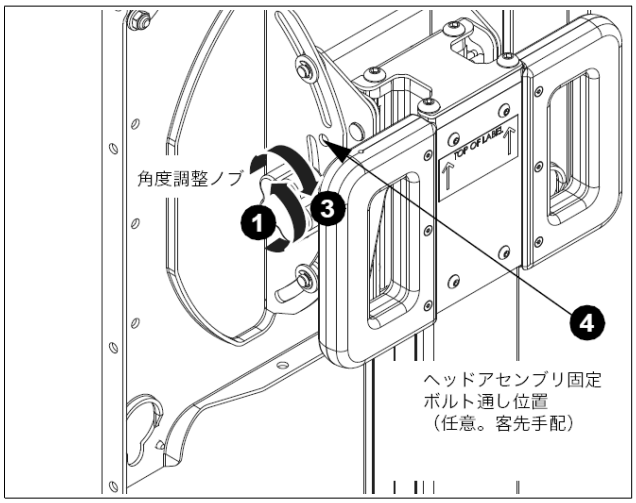

図 10
1. ヘッドアセンブリの側面にあるノブを反時計回りに回すと、傾斜調整機構が緩み傾斜設定ができるようになります。（図 10）
ディスプレイを鉛直の状態で固定されたい場合は、ディスプレイを直立位置にロックするためにヘッドアセンブリ（図 10 参照）にボルト（付属していません）を通すことができます。